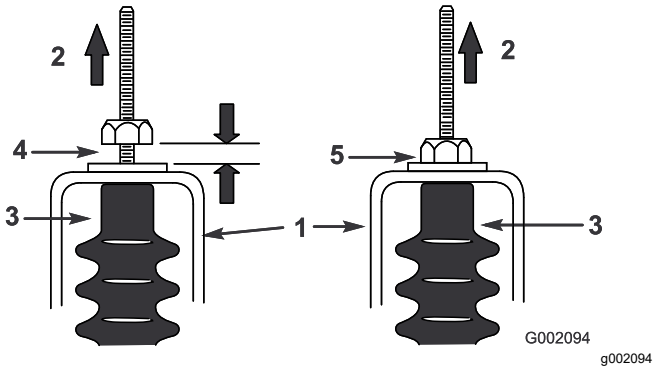

Figuur 53
5. Trek aan beide kabels van het schakelmechanisme en zorg ervoor dat er een ruimte van 0,76 tot 1,52 mm tussen de moer/ring en de beugel van de neutraalstand is (Figuur 53).